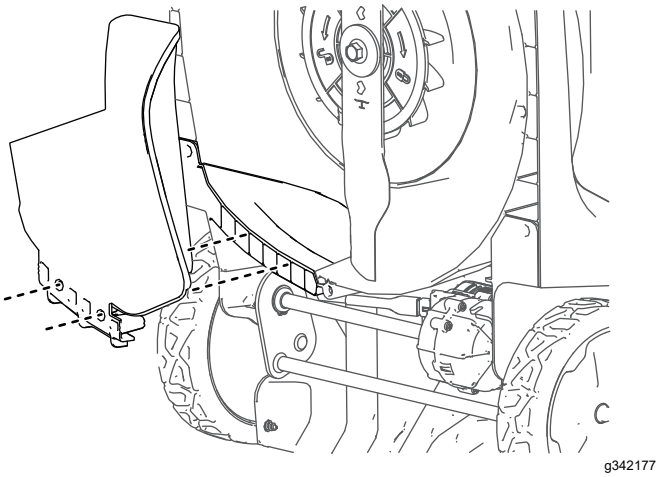

Figura 13
4. Alinee el tapón de mulching e introduzca la parte inferior del tapón hasta que encaje en los 2 pasadores de retención, como se muestra en la Figura 13.